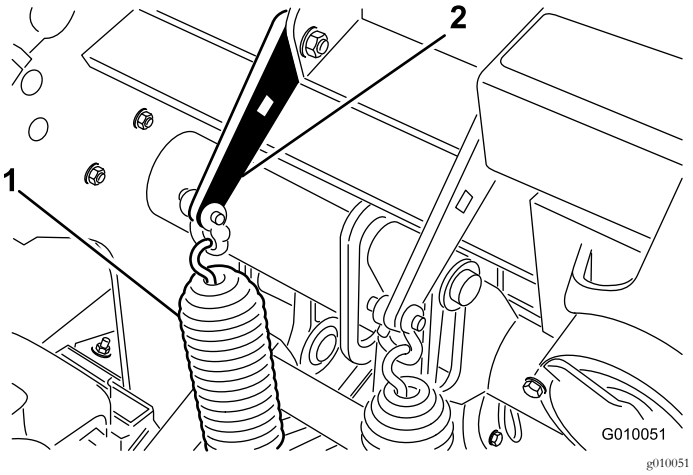

**Figur 36**
2. Løsne mutterne på låseskruene som fester fjærbrakettene til luftehodet (Figur 36). Må ikke fjernes.